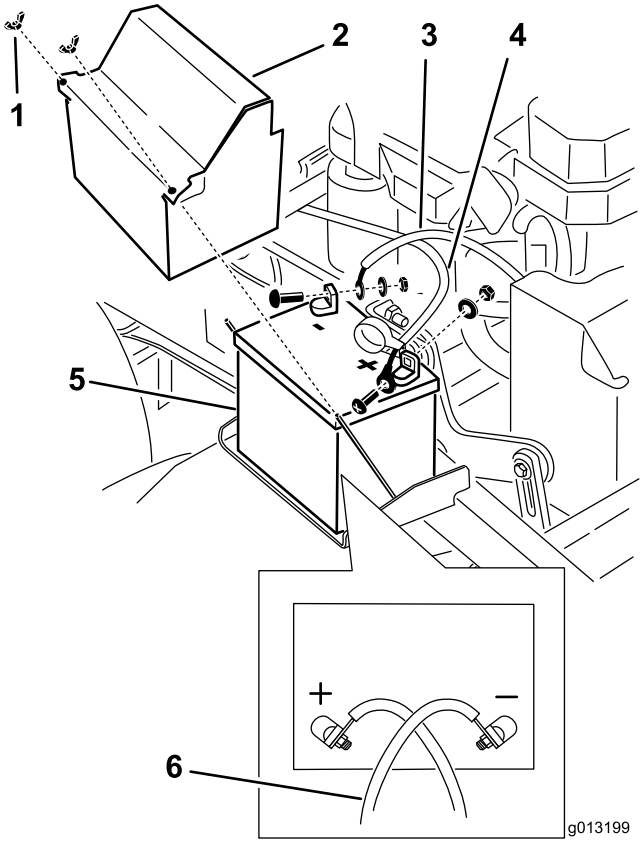

**Figuur 53**
3. Maak de minkabel los van de minpool (–) van de accu (Figuur 53).
4. Schuif het rode stofkapje voor de accupool van de pluspool (rood) van de accu. Verwijder vervolgens de pluskabel (rood) van de accu (Figuur 53).
5. Verwijder de accuhouder (Figuur 53) en verwijder de accu.
1. Plaats de accu op de juiste plaats in de machine (Figuur 53).
3. Bevestig de pluskabel (rood) aan de pluspool (+) van de accu met een moer, ring en bout (Figuur 53). Schuif het rubberen kapje over de accupool heen.
4. Bevestig vervolgens de minkabel en de aardingskabel aan de minpool (–) van de accu met een moer, ring en bout (Figuur 53).
**Opmerking:** De accukabels kruisen elkaar als deze niet op de juiste wijze zijn aangesloten (Figuur 53).